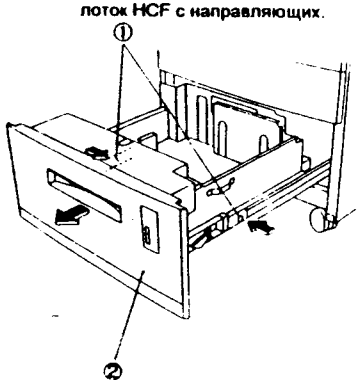

Рис. 6 NZM-0159
2. (Рис. 6): Выдвиньте лоток HCF из аппарата.
①. Нажмите на пластинки через круглые отверстия в правой и левой направляющих (ослабьте винты пластинок).
②. Не отпуская пластинок, снимите лоток HCF с направляющих.